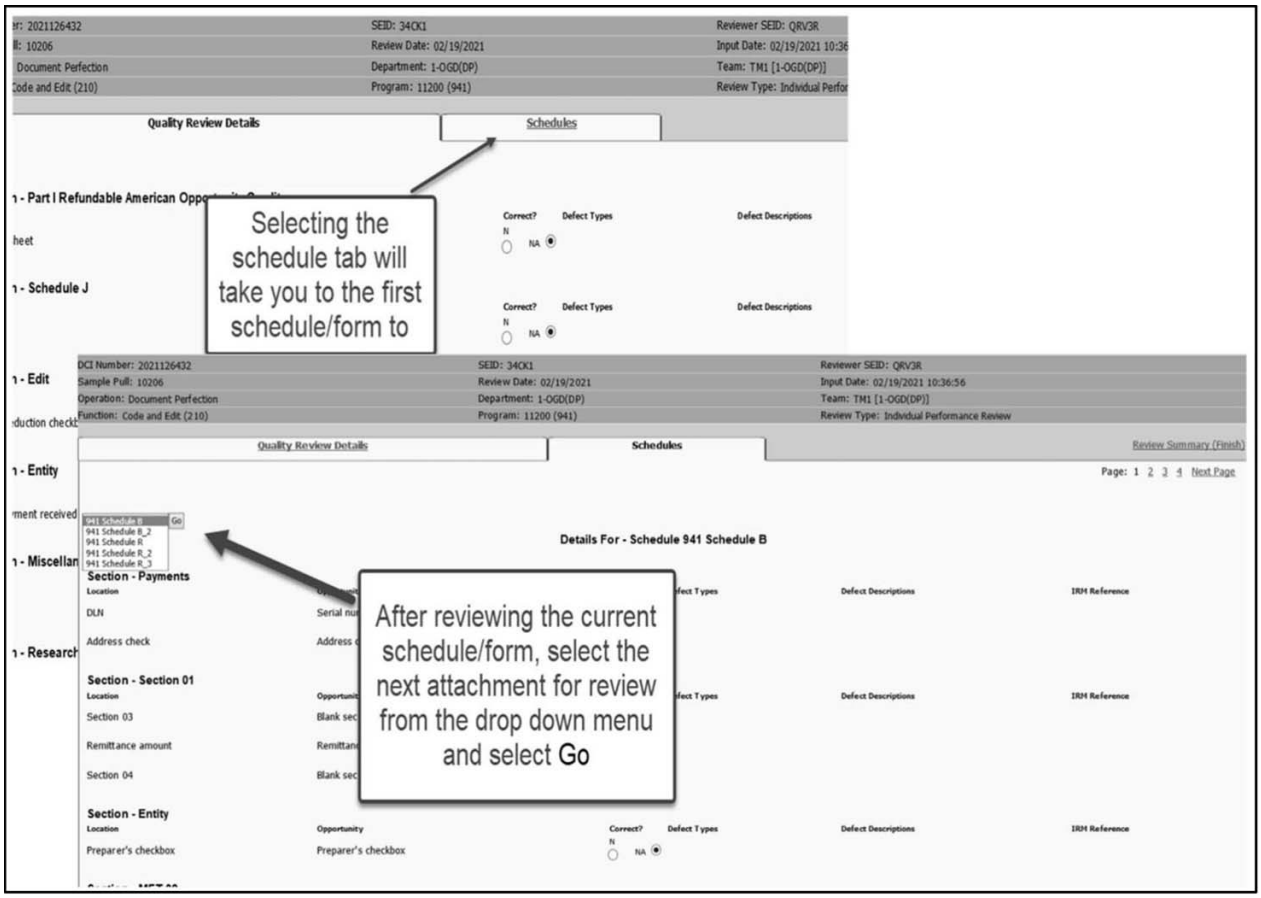

Figure 3.30.30-16 Review Details Screen - Schedule Tab
(10) When defects are identified on schedules or forms included in the review, select the “Schedules” tab at the top to the right of the Review Details tab and code the appropriate defects. See **Figure 3.30.30-16.**